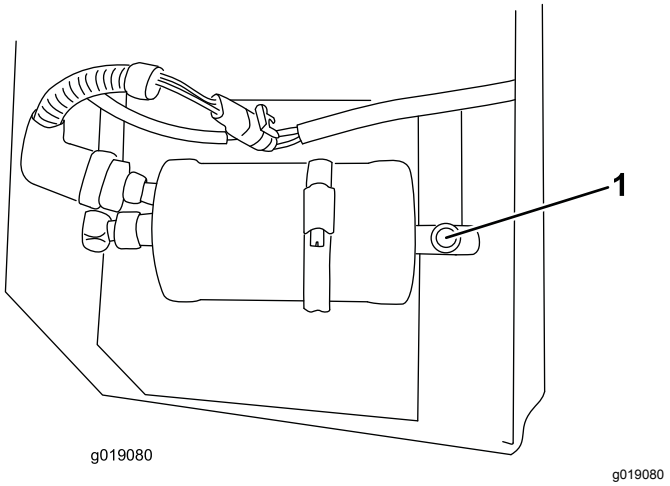

Figuur 15
1. Controleer het koelmiddelpeil via het kijkglaasje in het reservoir (Figuur 15).